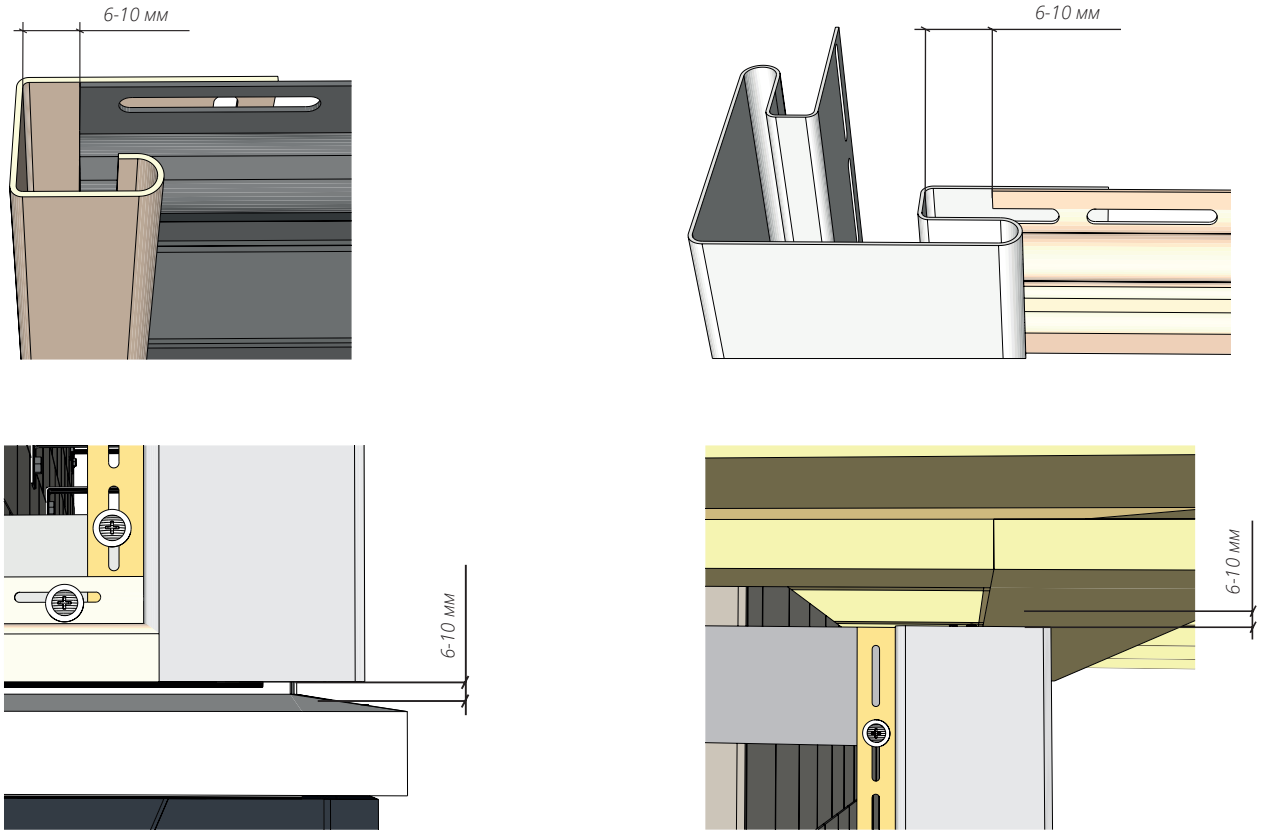

*Рисунок 9*
**6.5** Для возможности движения фасадного материала при тепловых расширениях необходимо оставлять зазоры: в летний период – 6-8 мм в зимний период – 8-10 мм. На рисунках указан общий зазор 6-10 мм (рис. 9).